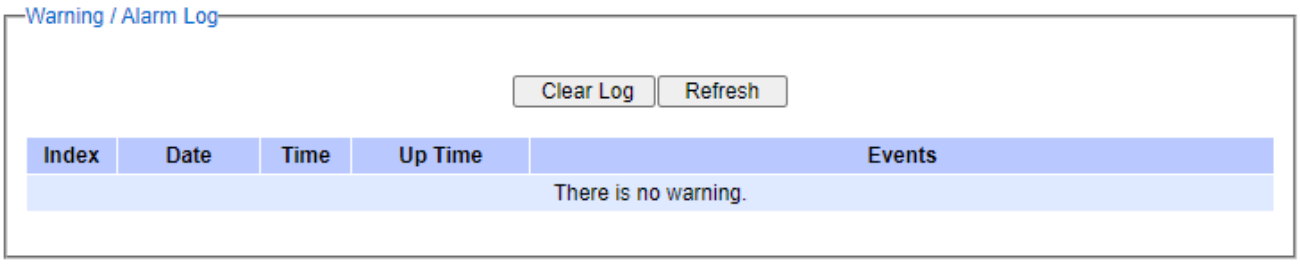

Figure 2.50 Warning/Alarm Log Webpage
Managed switches warns its users in case any event occurs. A table called Warning/Alarm Log in this section displays the warning events as shown in Figure 2.50 Warning/Alarm Log Webpage. At the top of the table, the users can click on the **Clear Log** to remove all entries in the **Warning/Alarm Log** table. To obtain the latest event on the able, the users have to click on the **Refresh** button.
4. Create a text file using any text editor (such as notepad) and name it as “testerase.txt”. Then enter the MAC address of the EHG2408 device in the text file as shown in Figure 2.50. Note that you can find the MAC address of the device on the label on the case.